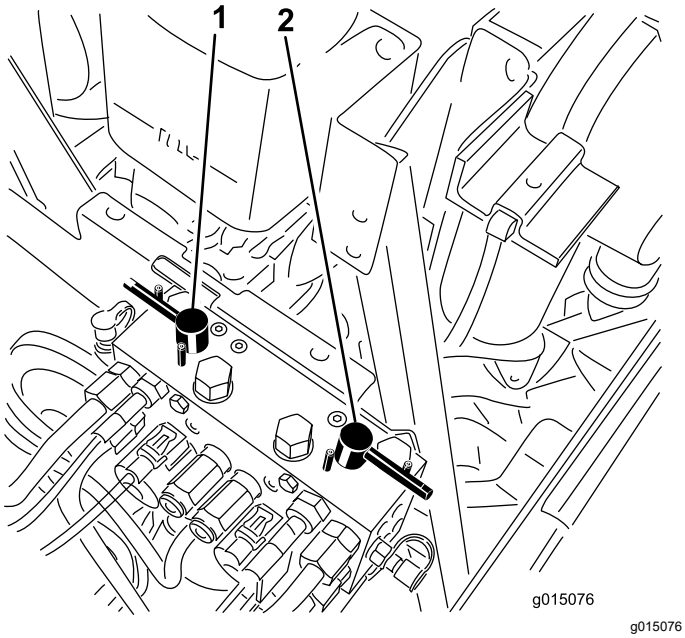

**Рисунок 120**
4. Выберите передний, задний или оба рычага обратного вращения, чтобы определить, заточку каких режущих блоков необходимо произвести (Рисунок 120).